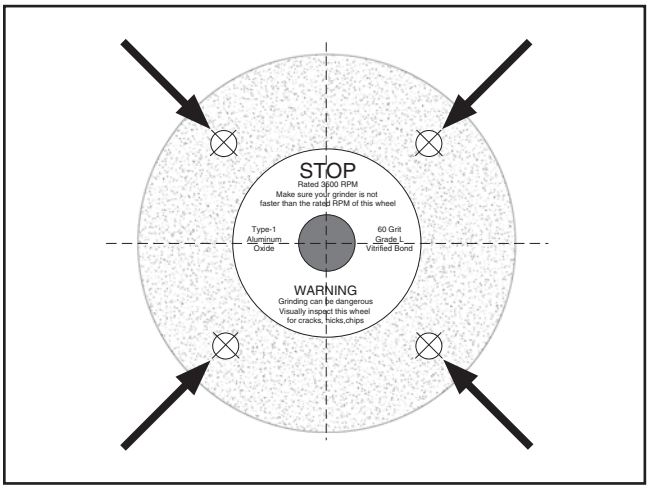

Figure 16. Tapping locations when performing a ring test.
3. At spots shown in **Figure 16**, gently tap grinding wheel with a light non-metallic device such as handle of a screwdriver or a wooden mallet.